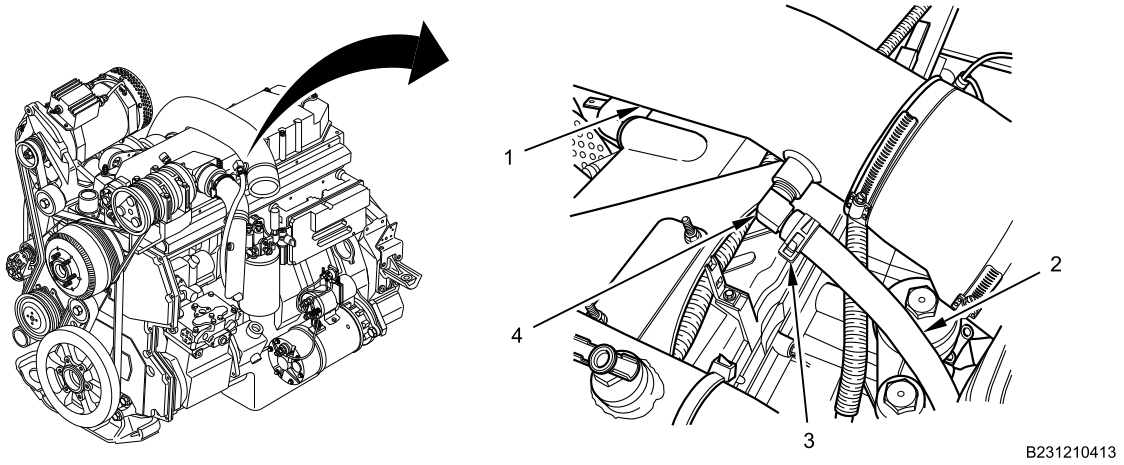

Figure 2. Air Intake Tube Connection.
2. Loosen clamp (Figure 2, Item 3) and remove air compressor supply air line (Figure 2, Item 2) from fitting (Figure 2, Item 4) on air intake tube (Figure 2, Item 1).